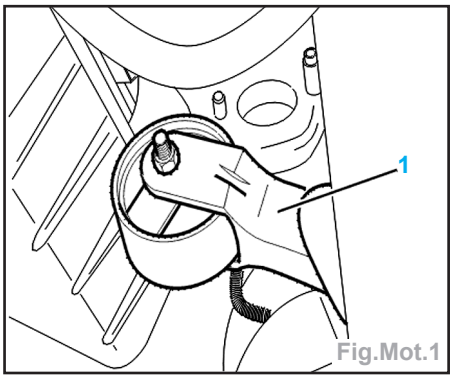

Fig.Mot.1
- Déposer la biellette anti-couple (1) (Fig.Mot.1).